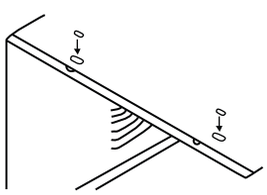

Fig.6
9. Agregue dos insertos de espuma a los agujeros en la parte superior del mueble donde se retiraron los tornillos de envío (ver Fig.6)
1. Coloque la junta de espuma en el ángulo superior sobre los agujeros como se muestra en la Fig. 6.